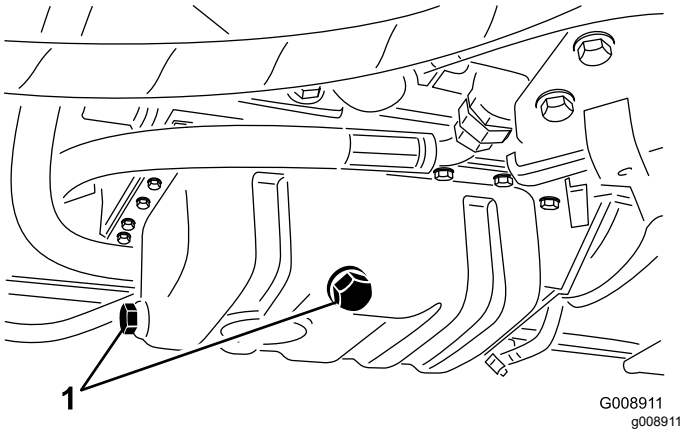

**Figur 74**
3. Ta bort en av avtappningspluggarna (Figur 74) och låt oljan rinna ned i avtappningskärlet. Sätt tillbaka pluggen när oljan har slutat att rinna.